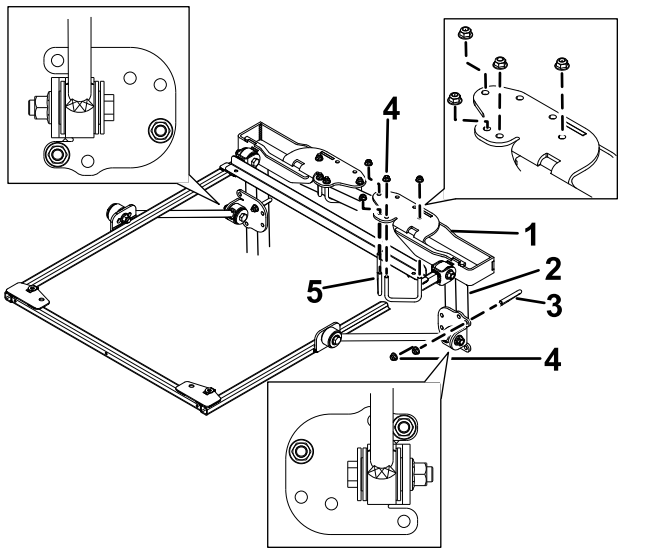

Figura 36
4. Posicione os suportes de montagem do ROPS na parte superior da barra de segurança da unidade de tração (Figura 36). Certifique-se de que a barra de segurança está centrada nos suportes de montagem do ROPS.
5. Utilizando os furos de montagem mostrados na Figura 36, monte cada suporte de montagem do ROPS na parte superior da barra de segurança com 2 cavilhas em U (2¾ pol.) e 4 porcas flangeadas.
6. Utilizando os furos de montagem mostrados na Figura 36, monte sem apertar completamente cada um dos suportes de cinta às colunas da barra de segurança com uma cavilha em U (4 pol.) e duas porcas flangeadas.